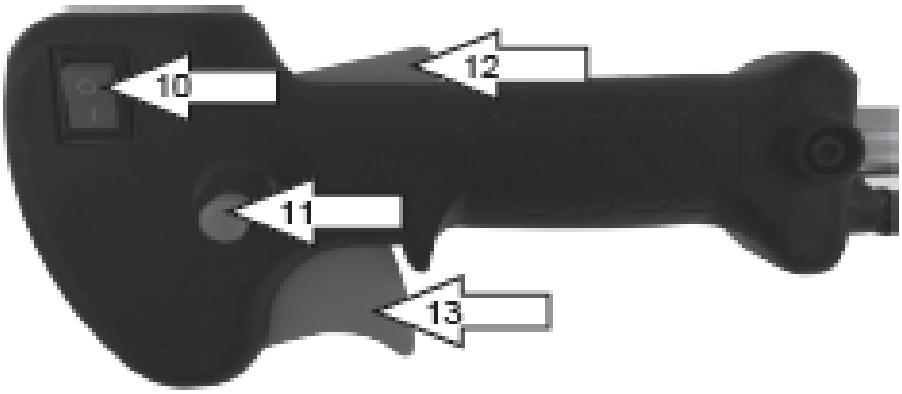

Rys. 13
1. By uruchomić, przestaw wyłącznik zapłonu (Rys. 13, poz. 10) w pozycję START (z **0** na **I**).
8. Następnie wciśnij i przytrzymaj dźwignię gazu (Rys. 13, poz. 13) oraz zabezpieczenie dźwigni gazu (Rys. 13, poz. 12). Kosa jest gotowa do pracy.
1. Przestaw wyłącznik zapłonu (Rys. 13, poz. 10) w pozycję START (z **0** na **I**). (Rys. 13)
Puść dźwignię gazu (Rys. 13, poz. 13) i zabezpieczenie dźwigni gazu (Rys. 13, poz. 12) i podczas biegu jałowego przestaw wyłącznik zapłonu (Rys. 13, poz. 10) w położenie "STOP" lub "0".